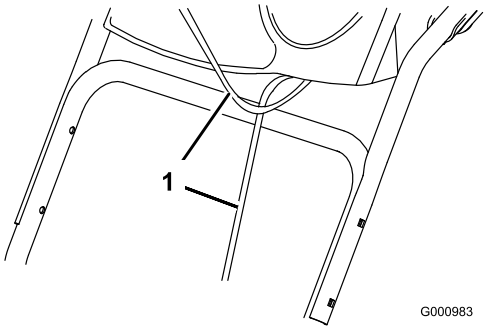

Figur 3
1. Lyft upp och vrid det övre handtaget och placera det över det undre handtaget (Figur 3).